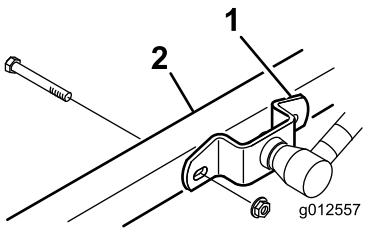

Bild 2
3. Senken Sie das Mähwerk ab und entfernen Sie die vier Schrauben und Muttern, mit denen die Hubarmhalterungen an den Laufradarmen befestigt sind (Bild 2).